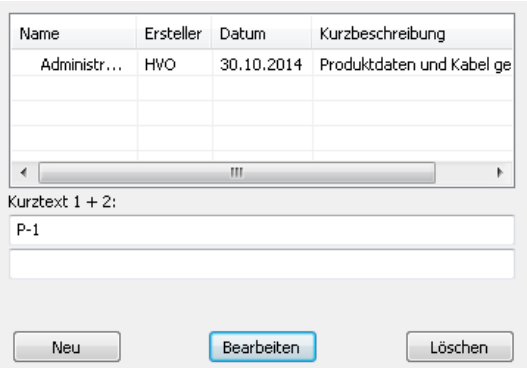

Bild 29.24 – Bearbeiten, Rubrik *Memo*
- Schalten Sie um auf die Rubrik *Memo(n)*. Die Zahl gibt die Anzahl der vorhandenen Memos an (Abb. 29.24).